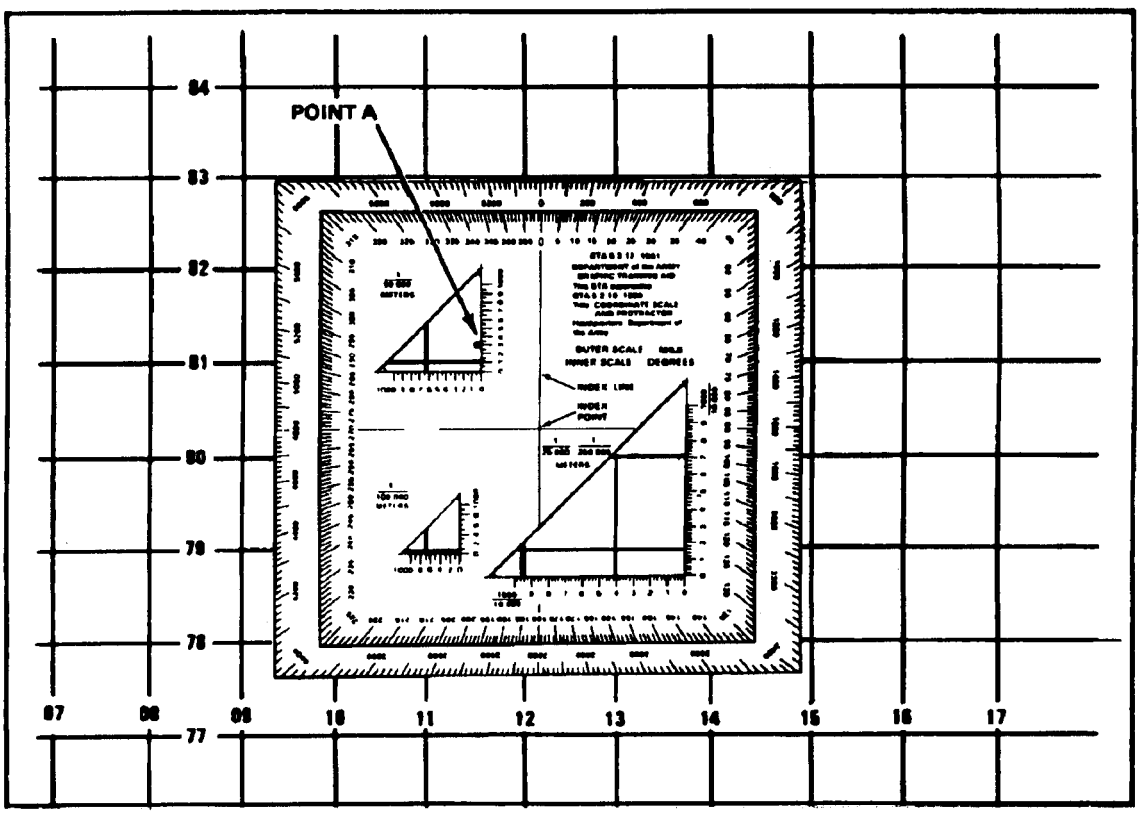

Figure 12-4. Determining Coordinates of a Point Using Coordinate Scale.
Use the coordinate scales to determine the coordinates of a point (Point A) already plotted on a map (Figure 12-4). First, locate the grid square in which the point is located The number of the vertical grid line on the left (west) side of the grid square will be the first and second digits of the coordinates (11). The number of the horizontal grid line on the bottom (south) side of the grid square will be the fourth and fifth digits of the coordinates (81).